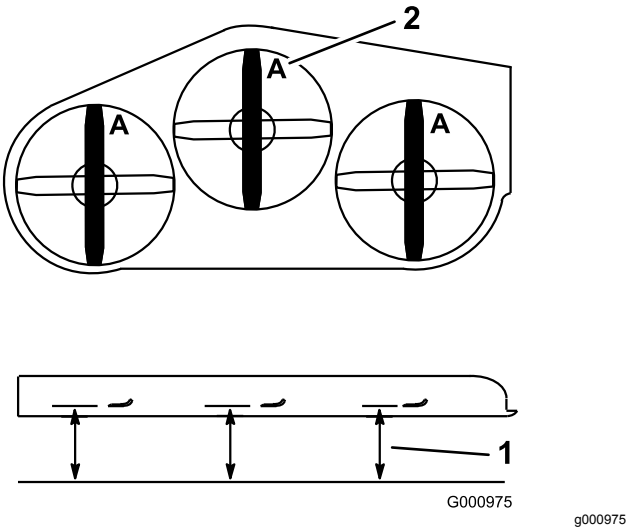

**Figur 77**
4. Mål fra en plan overflade til skæreknivenes skærekant, position **A** (Figur 77).